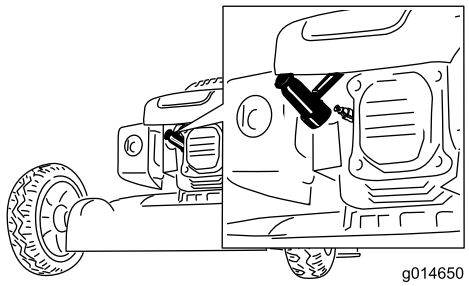

Figur 37
2. Koble fra tennpluggledningen fra tennpluggen (Figur 37) før du utfører vedlikeholdsprosedyrer .